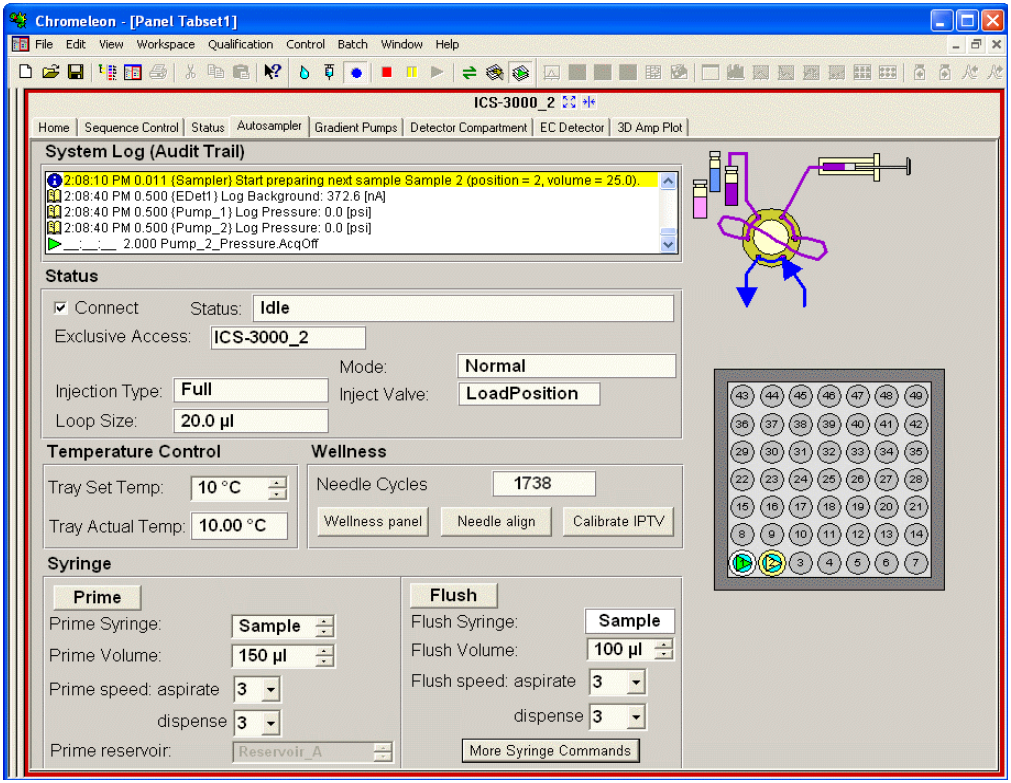

Figure 3-6. AS Control Panel
To return the AS to Local mode, clear the **Connect** check box on the Chromeleon or Chromeleon Xpress Control panel (see Figure 3-6).
c. To display the AS Control panel, select the **Autosampler** tab on the panel tabset (see Figure 3-6).